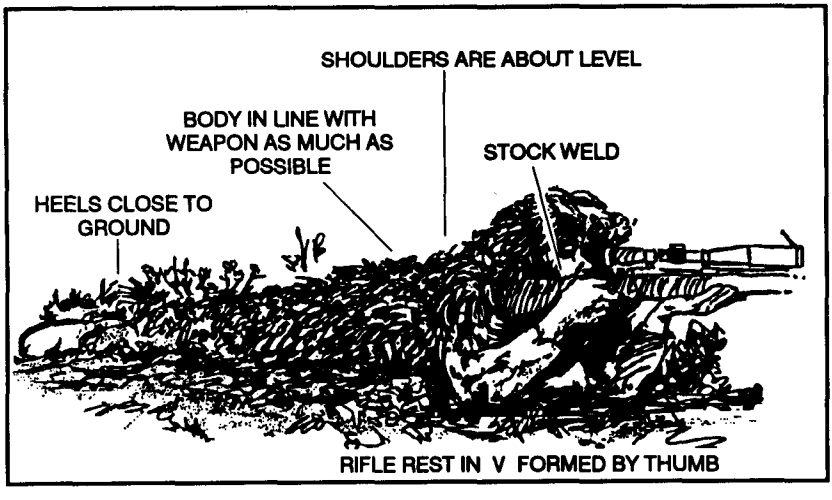

Figure 3-3. Prone unsupported position.
(2) ***Prone unsupported position.*** The prone unsupported position (Figure 3-3) offers another stable firing platform for engaging targets. To assume this position, the sniper faces his target, spreads his feet a comfortable distance apart, and drops to his knees. Using the butt of the rifle as a pivot, the firer rolls onto his nonfiring side. He places the rifle butt in the pocket formed by the firing shoulder, grasps the pistol grip in his firing hand, and lowers the firing elbow to the ground. The rifle rests in the V formed by the thumb and fingers of the nonfiring hand The sniper adjusts the position of his firing elbow until his shoulders are about level, and pulls back firmly on the rifle with both hands. To complete the position, he obtains a stock weld and relaxes, keeping his heels close to the ground.